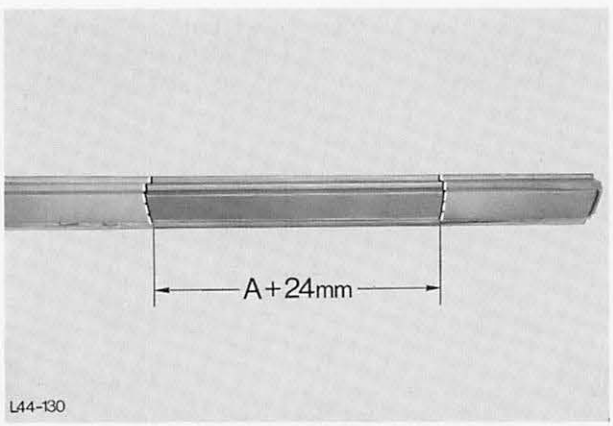

Abb. 142 Ermitteltes Maß „A“ auf das Neuteil übertragen
11. Ermitteltes Maß „A“ auf das Neuteil übertragen, dabei 20–24 mm Materialzugabe für die Überlappung berücksichtigen, Abb. 142.